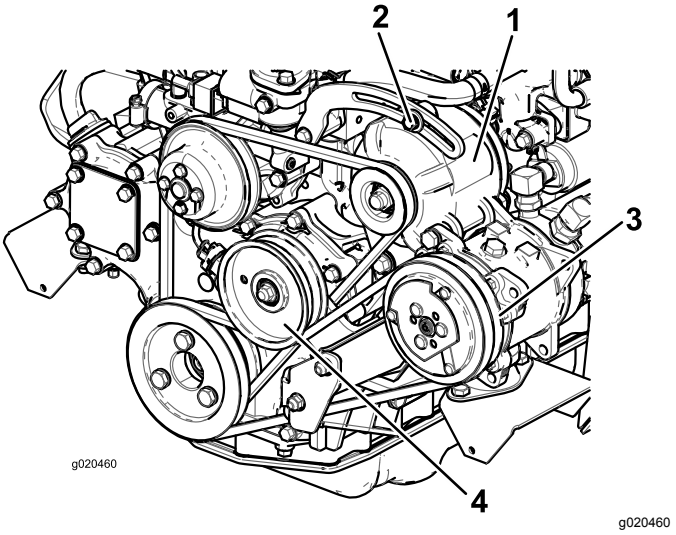

Figur 96
Kontrollera remmens skick och spännkraft (Figur 96) var 100:e körtimme.
2. Om nedböjningen inte är 10 mm lossar du generatorns fästbultar (Figur 96). Öka eller minska generatorremmens spännkraft och dra åt skruvarna. Kontrollera remmens nedböjning igen för att säkerställa att spännkraften är korrekt.
2. Om nedböjningen inte är 10 mm ska du lossa mellanremskivans fästbult (Figur 96). Öka eller minska kompressorremmens spänning och dra åt bulten. Kontrollera remmens nedböjning igen för att säkerställa att spännkraften är korrekt.